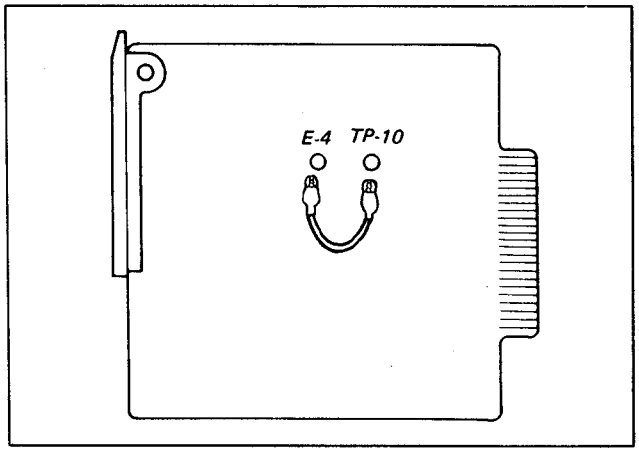

Fig. 9-5. DRUM printed board setting for PG position Adj.
2. Short the following points on the DRUM board as shown in Fig. 9-5. (Auto PG : OFF)
2. Short the following points on the Drum board as shown in Fig. 9-5.